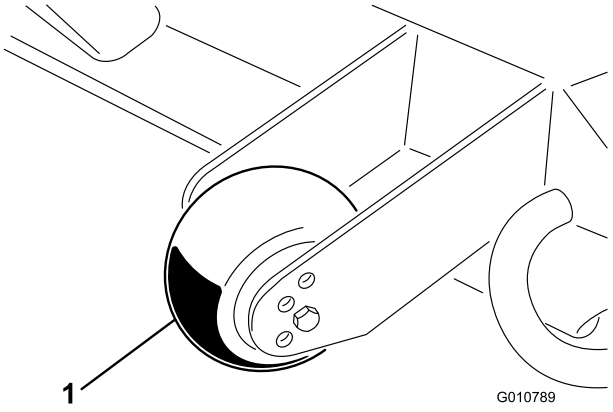

Figur 11
1. Fjern bolten og mutteren som fester støttehjulet til klippeenhetsrammen (Figur 11).